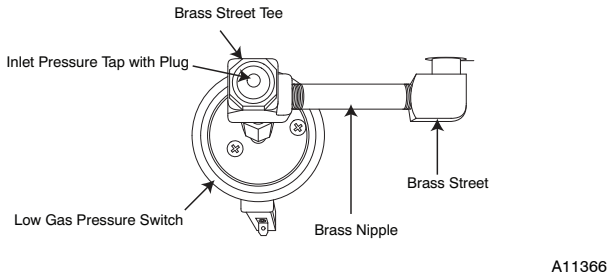

Fig. 26 - LGPS for Casing Wider Than 14-3/16 and Vent Does Not Pass Between Inducer and Burner Assembly
If the vent pipe does not pass between the inducer and burner assembly, or the furnace is wider than a 14 3/16-in. wide casing, the switch may have been installed as follows. (See Fig 26.)
1. Remove low-gas pressure switch, brass street 90° elbow, brass Hex nipple, brass Tee and brass nipple from the gas valve inlet pressure tap. (See Fig 26.)